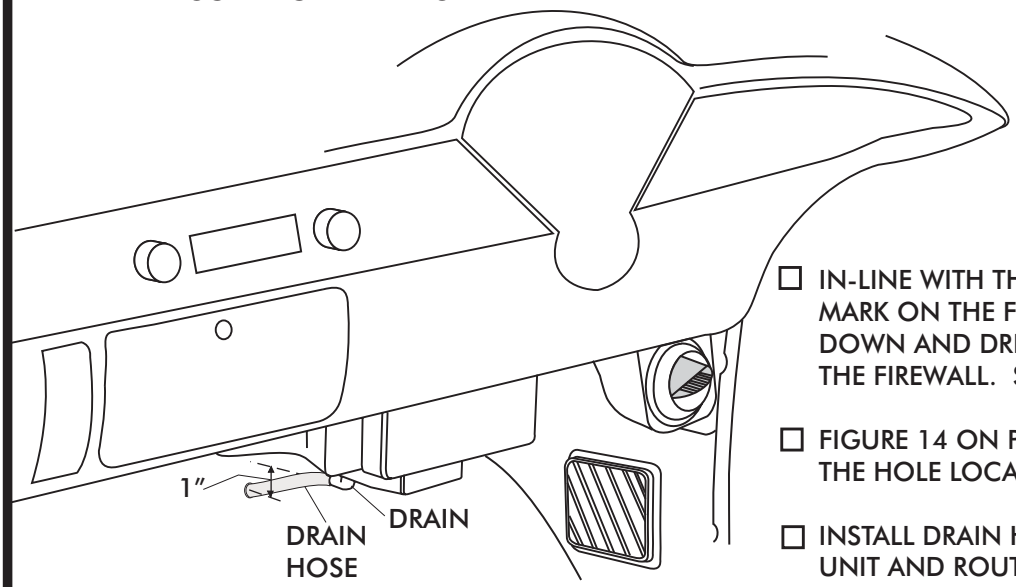
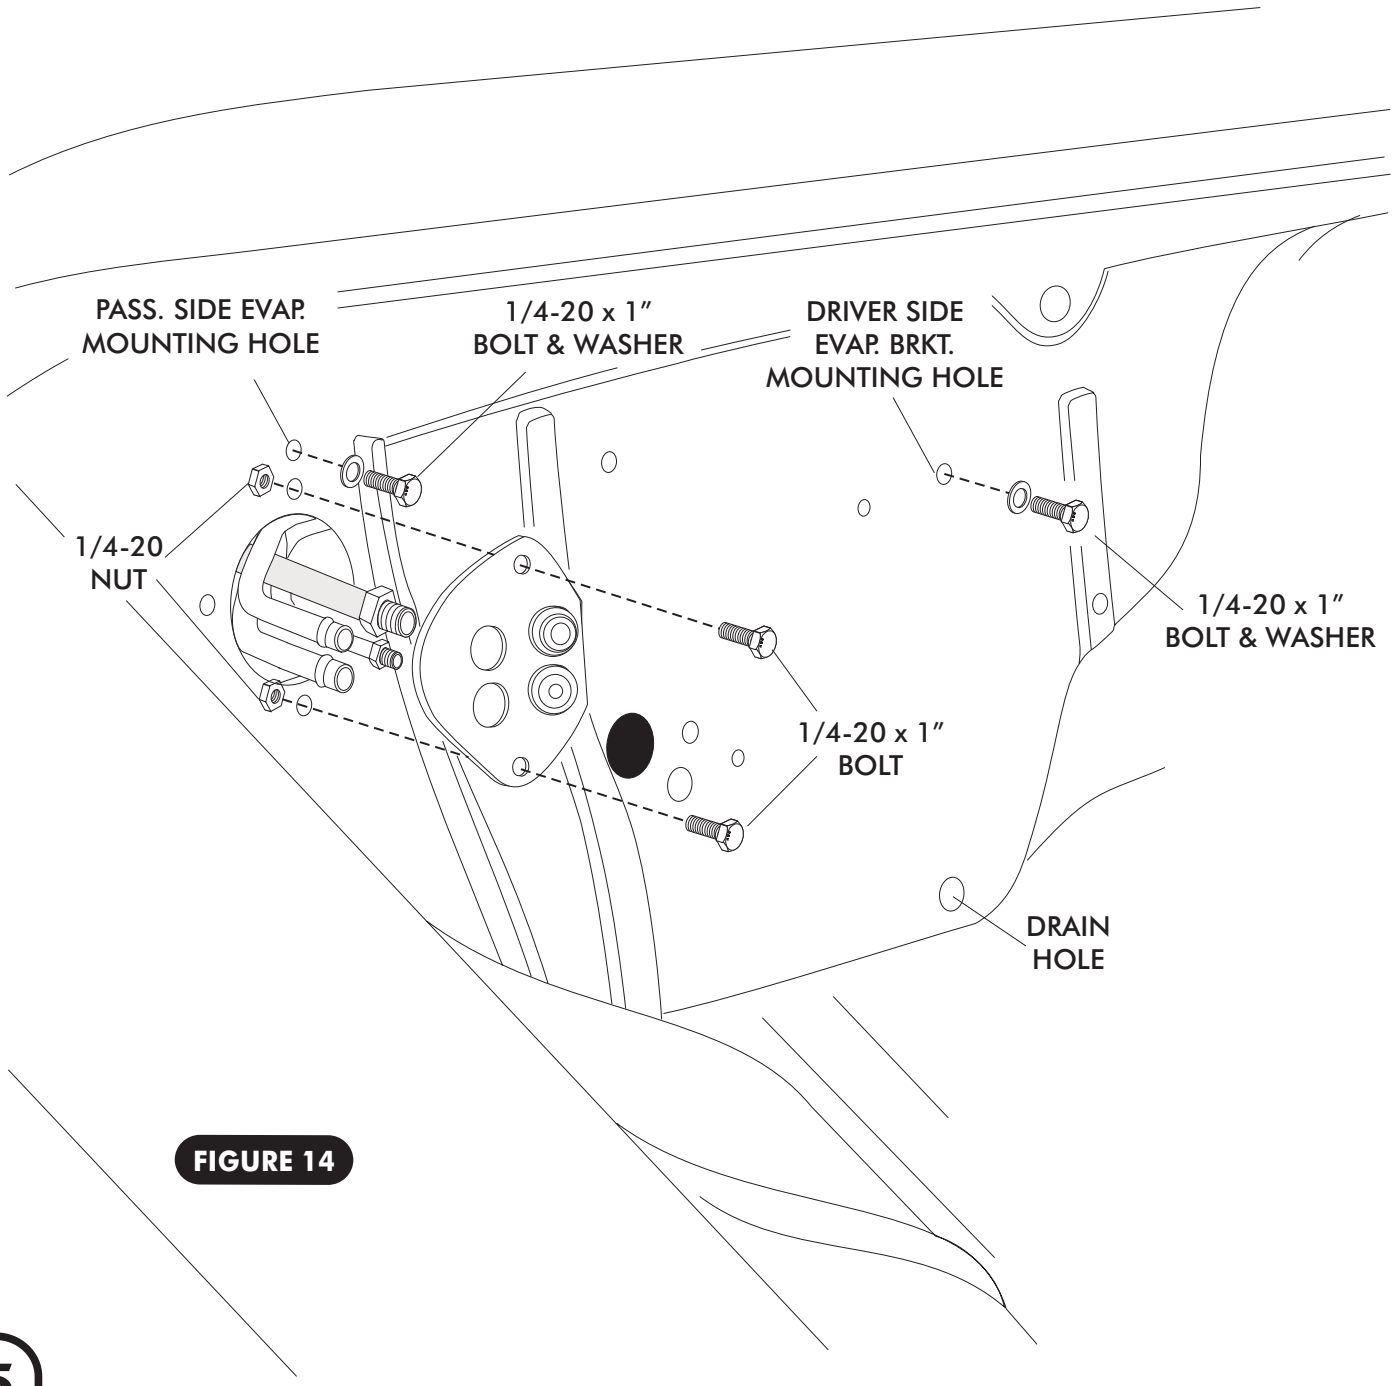

FIGURE 9
FIGURE 14
- ☐ IN-LINE WITH THE DRAIN, LIGHTLY MAKE A MARK ON THE FIREWALL. MEASURE ONE INCH DOWN AND DRILL A 5/8" HOLE THROUGH THE FIREWALL. SEE FIGURE 9.
- ☐ FIGURE 14 ON PAGE 15 WILL SHOW YOU ROUGHLY THE HOLE LOCATION.
- ☐ INSTALL DRAIN HOSE TO BOTTOM OF EVAPORATOR UNIT AND ROUTE THROUGH FIREWALL. SEE FIGURE 9 AND FIGURE 14, PAGE 15.
- ☐ INSTALL FIREWALL COVER. SEE FIGURE 14, PAGE 15.
☐ PASS LINES THROUGH FIREWALL COVER, AND SECURE WITH (2) 1/4-20 BOLTS. SEE FIGURE 14 BELOW.